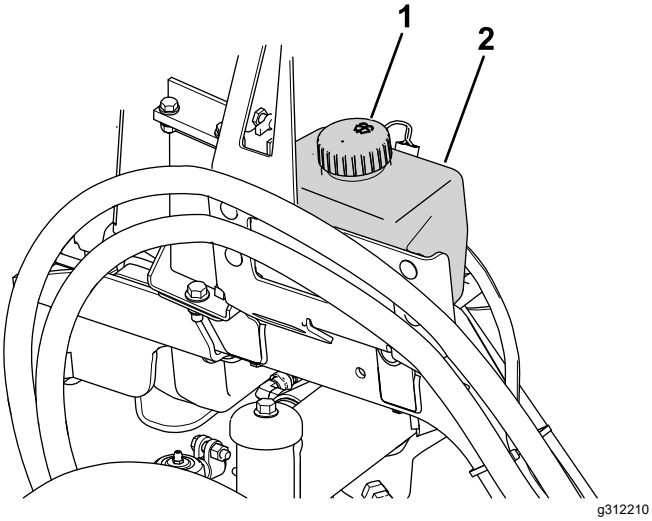

Рисунок 86
1. Снимите крышку бачка (Рисунок 86).